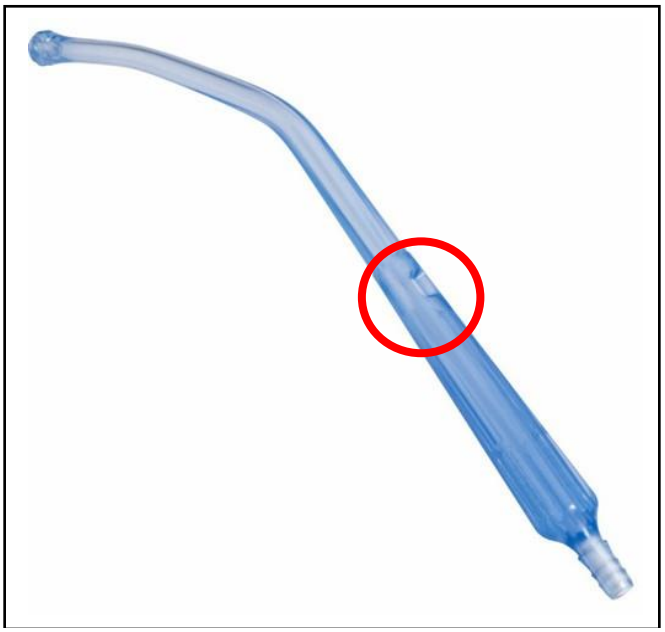

**Рисунок 13-10. Аспіраційна насадка з контрольним отвором**
***ПРИМІТКА.*** *Аспіраційна насадка, що постачається з MOVES® SLC™, має контрольний отвір, який оператор повинен закрити великим пальцем, щоб забезпечити всмоктування. (Див.* Рисунок 13-10*).*